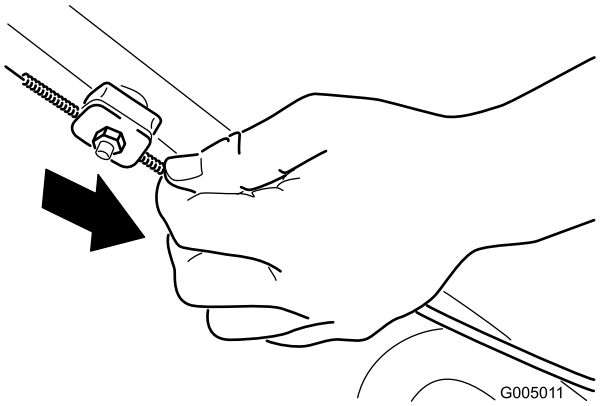

Figura 25
2. Tire hacia abajo de la cubierta del cable (hacia la máquina) hasta eliminar la holgura del cable (Figura 25).